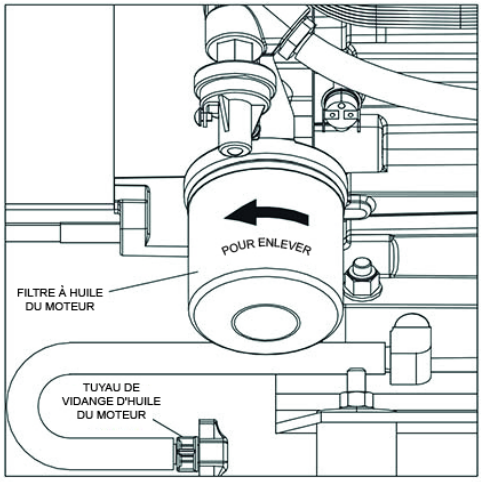

Figure 4-2 : Emplacement du filtre à huile et du tuyau de vidange
4. Une fois la vidange d'huile terminée, retirez le filtre à huile en le tournant en sens inverse des aiguilles d'une montre. Pour l'emplacement du filtre, voir Figure 4-2.